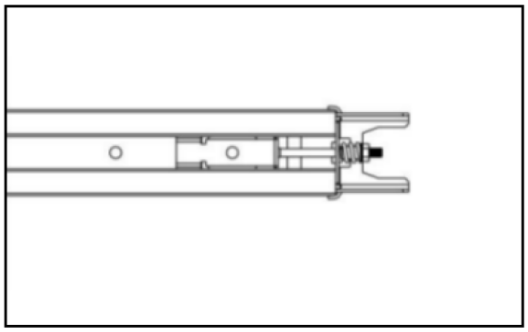

Figure 10
4. Serrez l'écrou dans la position correcte comme indiqué sur la figure 10, coupez le ruban adhésif en plastique, coupez le filetage en plastique sur le pignon, puis le rail est entièrement assemblé.